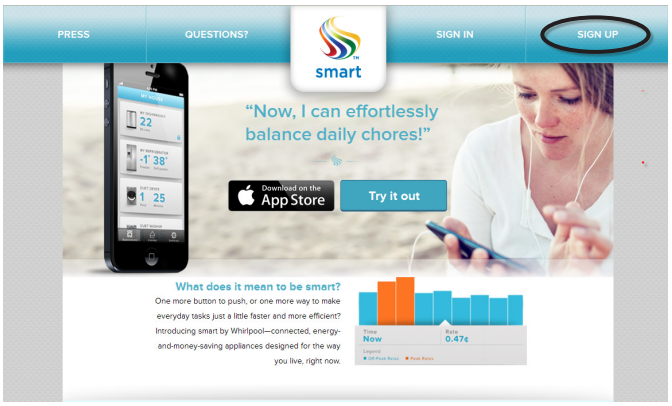

Figure 1
1. Go to mysmartappliances.com and select "SIGN UP." See figure 1.